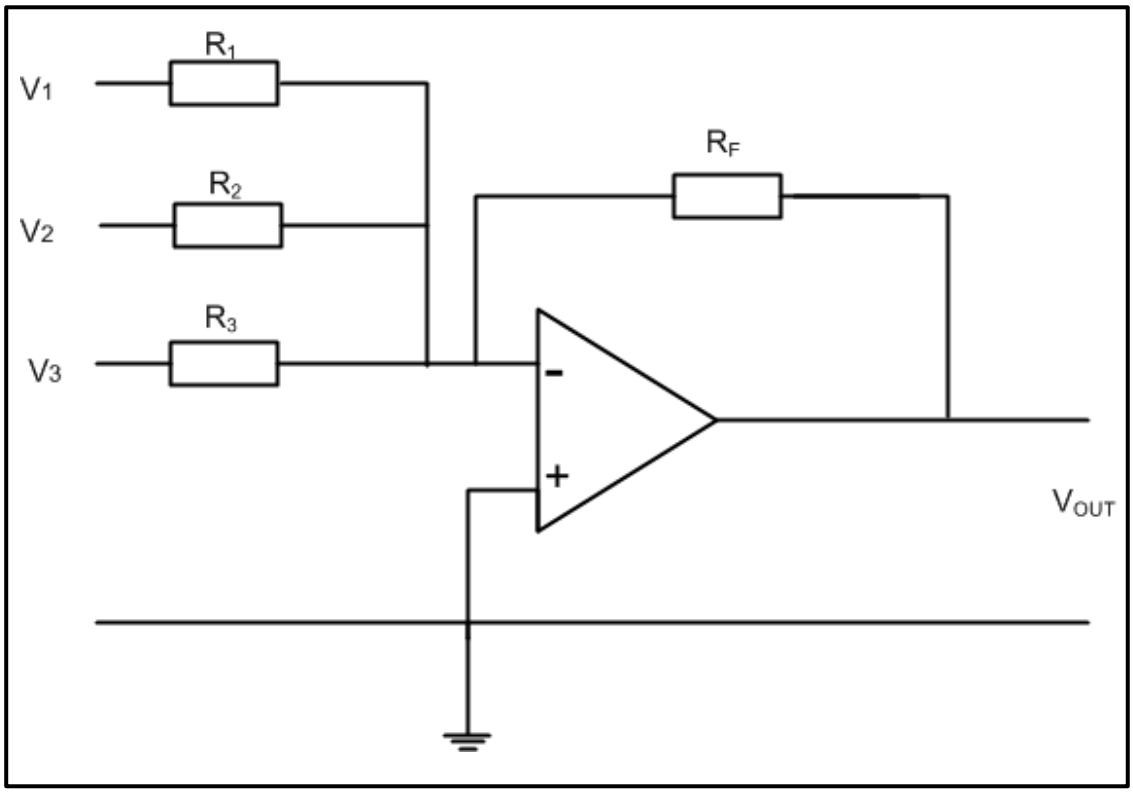

FIGURE 7.3: SUMMING OP-AMP CIRCUIT
7.8 Refer to the summing op-amp circuit in FIGURE 7.3 and answer the questions that follow.